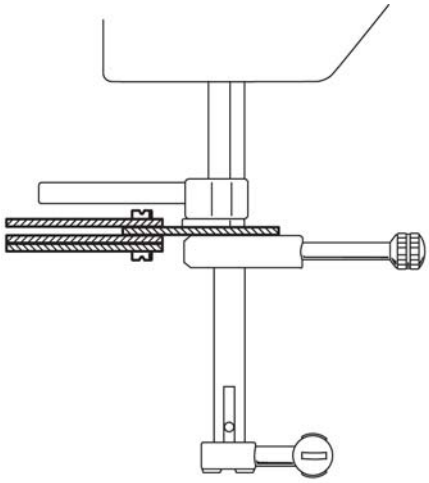

Fig. 3a
- Bring the needle bar to its lowest position by turning the handwheel (fig. 3a).